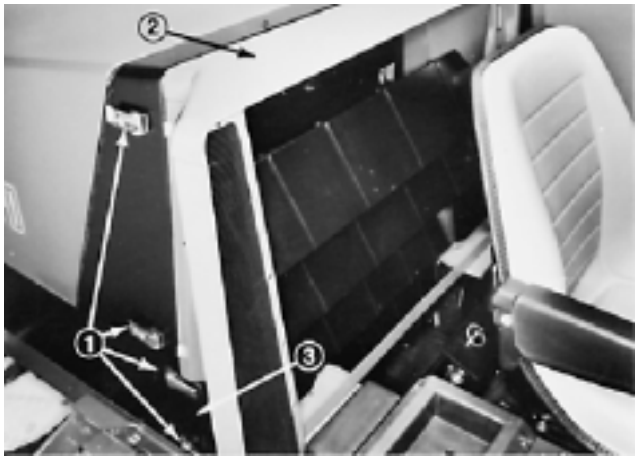

Figure 40
B. Unlatch latch handles on both sides and remove radiator cowl and grille support (Fig. 40).